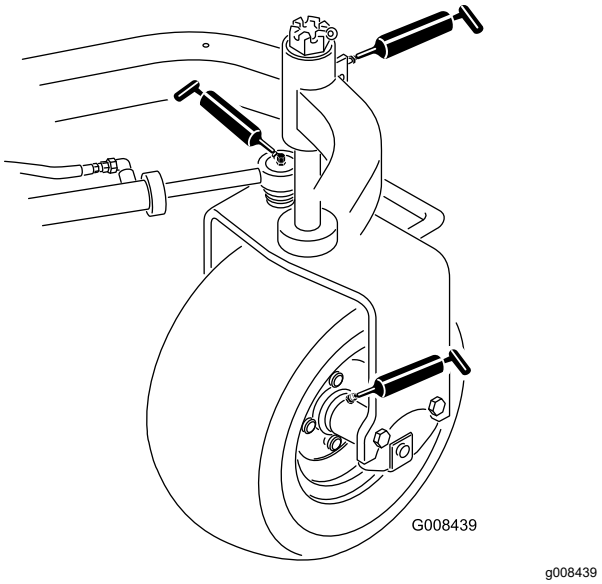

Rysunek 26
- Piasta tylnego koła (1) (Rysunek 26)
- Łożysko koła samonastawnego (1) (Rysunek 26)
- Siłownik kierowniczy (2) (Rysunek 26)